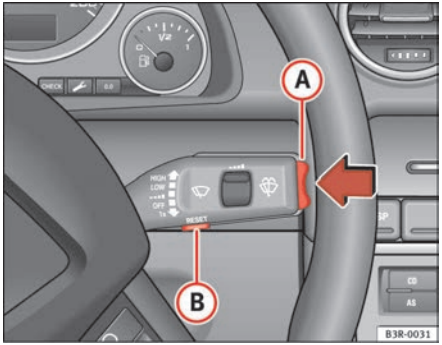

Fig. 62 Windscreen wiper lever: Reset button and rocker switch
Functions of the Reset (B) ⇒ fig. 62 and the **rocker switch** (A):